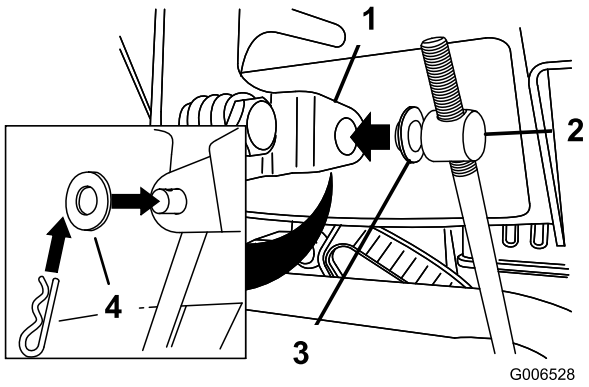

Figur 5
3. Placera en planbricka på skruvleden (Figur 5).
6. Lyft upp hastighetskontrollstången och för in skruvleden i hålet i växelväljarspaken (Figur 5).
B. Koppla bort skruvleden från växelväljarspaken (Figur 5).
C. Vrid skruvleden nedåt (medsols) på hastighetskontrollstången (Figur 5).
D. Anslut skruvleden till växelväljarspaken (Figur 5).
C. Vrid skruvleden uppåt (motsols) på hastighetskontrollstången (Figur 5).